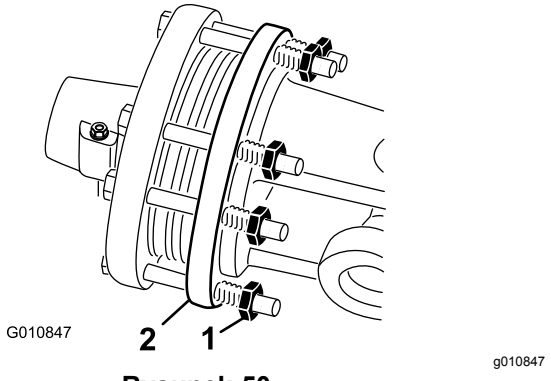

Rysunek 50
1. Pod koniec sezonu przekręć do tyłu każdą z nakrętek sprzęgła o 2 obroty (Rysunek 50).